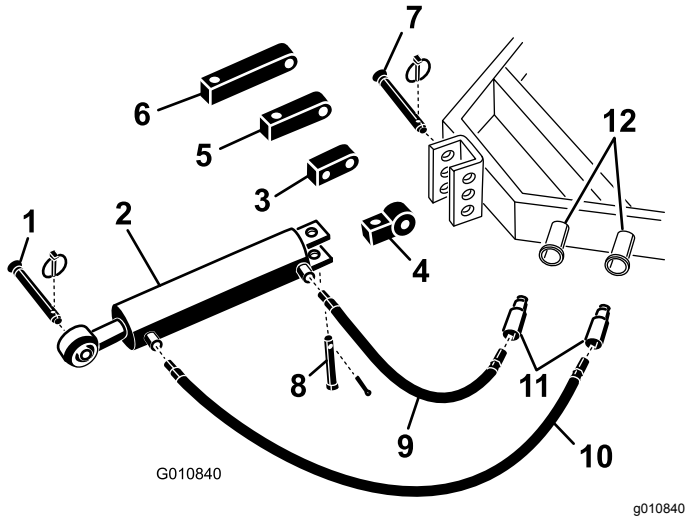

Figuur 5
1. Bevestig het uiteinde van de schakel aan de tractor met behulp van de pennen die bij de tractor zijn geleverd (Figuur 5). Plaats de hydraulische bovenste schakel zo, dat het uiteinde met de stang in de richting van de beluchter wijst. De cilinderpoorten moeten naar de het hydraulische hulpaggregaat van de tractor wijzen.
Opmerking: Als de hydraulische cilinder moet worden geplaatst met de poorten naar boven gericht, gebruik dan het draaiblok in plaats van het standaard montageblok om de cilinder te herplaatsen (Figuur 5). In plaats van het draaiblok kan een hydraulische fitting van 90 graden worden gebruikt (fittings niet meegeleverd).
A. Verwijder de borgpen en pen waarmee het standaard verbindingsstuk aan de cilinder is bevestigd (Figuur 5). Verwijder het verbindingsstuk van de cilinder.
B. Monteer het draaiblok op de cilinder met de pennen die u eerder hebt verwijderd (Figuur 5).
2. Sluit de hydraulische slang van 106 cm aan op de poort van de bovenste hydraulische schakel die zich het dichtst bij de beluchter bevindt Figuur 5. Breng schroefdraadafdichtingstape of afdichtingsmiddel aan op de draaduiteinden van de slangen om lekken te voorkomen.
3. Sluit de hydraulische slang van 76 cm aan op de poort van de bovenste hydraulische schakel die zich het dichtst bij de tractor bevindt (Figuur 5). Breng schroefdraadafdichtingstape of afdichtingsmiddel aan op de draaduiteinden van de slangen om lekken te voorkomen.
Als de hydraulische cilinder de montagebeugel niet bereikt, gebruik dan een verlengblok in plaats van het standaard montageblok om de cilinder aan de tractor te bevestigen (Figuur 5).
B. Monteer een verlengblok met de gewenste lengte aan de cilinder met de pennen die u eerder hebt verwijderd (Figuur 5).